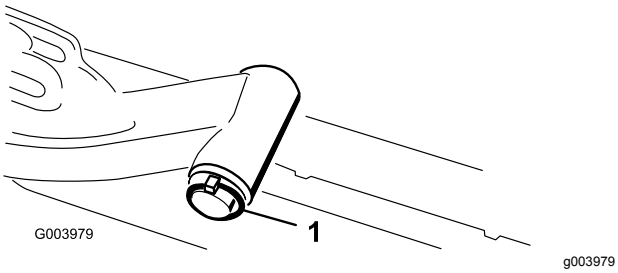

Figure 12
A. Retirez la goupille à anneau et la rondelle qui fixent l'axe de pivot du bras de levage au bras de levage, et sortez l'axe de pivot du bras (Figure 12).
C. Insérez l'axe du bras de levage dans le bras et fixez-le à l'aide de la rondelle et de la goupille à anneau (Figure 12).